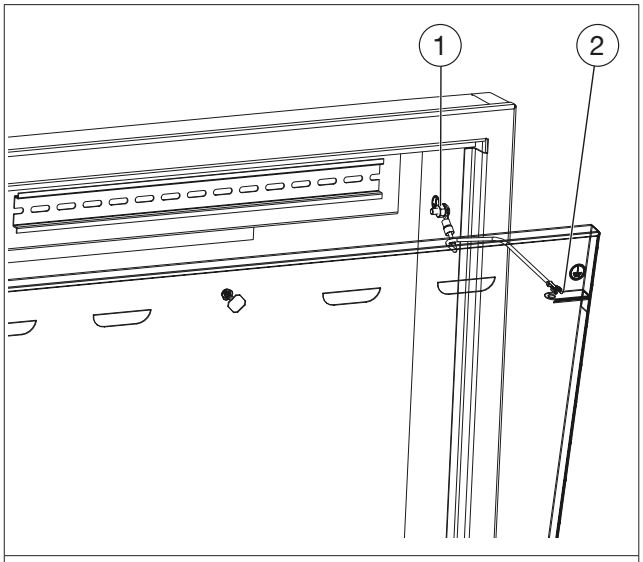

Fig. 8: Mise à la terre de la porte
1. Raccorder le point central de mise à la terre (voir Fig. 8 en page 29 (1)) au rail de compensation de potentiel du bâtiment au travers d'un câble.
Le point central de mise à la terre se trouve sur la paroi latérale droite du coffret pour pose en applique (voir Fig. 8 en page 29.)
2. Raccorder le point de mise à la terre de la porte (voir Fig. 8 en page 29 (2)) au point central de mise à la terre (1).